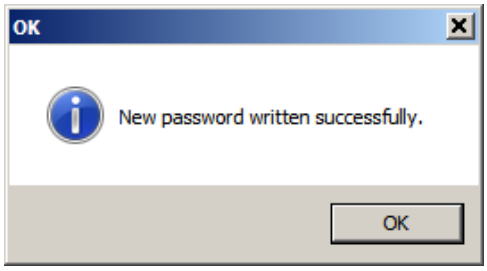

Figure 4-42 New Bluetooth Password Written Successfully Screen
5. Select **OK**. TapTalk will display a "New Password written successfully" confirmation screen (Figure 4-42).